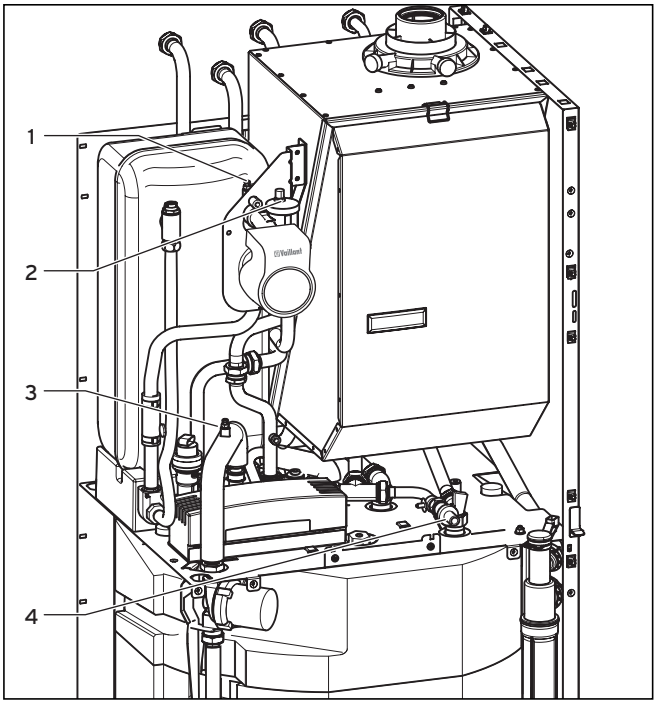

Abb. 8.9 Gerät heizungsseitig entleeren
- Öffnen Sie den Entlüftungsnippel (**3**, Abb. 8.9) am Rohr zwischen Pumpe und Sekundär-Wärmetauscher, damit das Gerät vollständig entleert wird.